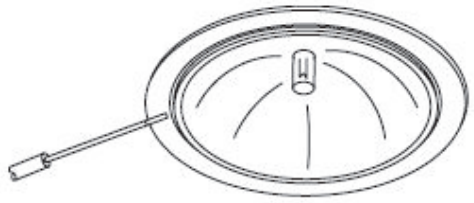

Fig. 5
Ouvrez les panneaux en acier et enlevez les filtres à graisse pour ne pas les endommager et permettre ainsi l'installation : insérez les tiges filetées dans les tasseaux, comme indiqué dans la Fig. 5.
**N'enlevez pas** la douille, car il est très difficile de la réinstaller. Soulevez délicatement la lampe en utilisant un outil doux, tel qu'un cure-dent. Les outils en acier rayent la surface (voir la figure 5).